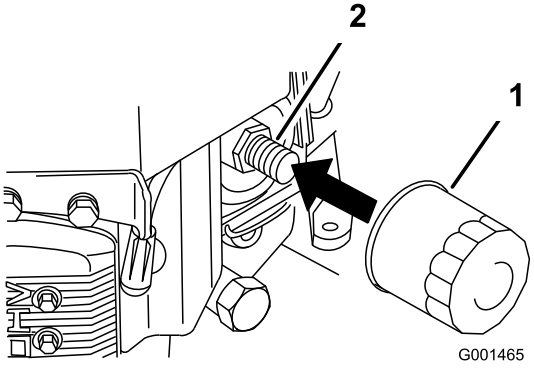

**Rysunek 37**
2. Usuń stary filtr (Rysunek 37).
3. Nanieś cienką warstwę świeżego oleju na gumową uszczelkę nowego filtra (Rysunek 37).
4. Zamontuj wymienny filtr oleju na adapterze filtra; dokręć filtr zgodnie z ruchem wskazówek zegara do momentu, aż gumowa uszczelka zetknie się z adapterem filtra, a następnie dokręć filtr o dodatkowe 3/4 obrotu (Rysunek 37).